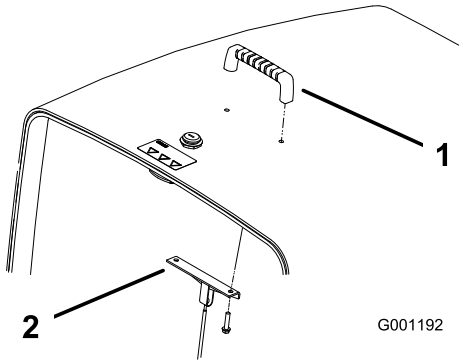

Figure 5
2. Montez la poignée et le support de câble sur le capot au moyen de 2 vis (Figure 5).